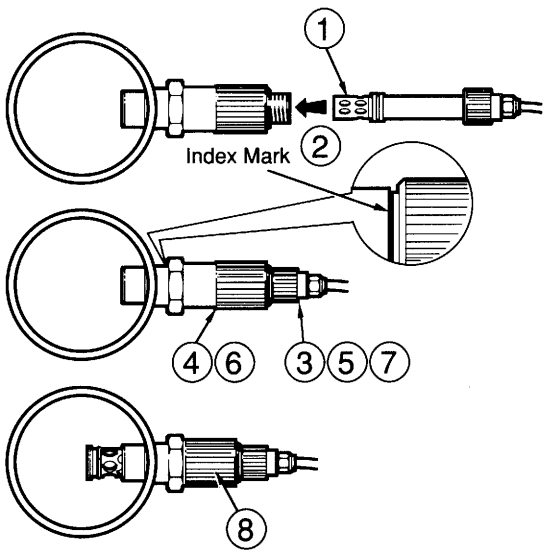

Fig. A1 Inserting a Withdrawable Conductivity Cell
12.1.1 Inserting a Withdrawable Conductivity Cell – Fig. A1
① Ensure that the outer electrode is screwed hand-tight on to the conductivity cell. Take care not to touch the inner surface of the electrode or the centre electrode.
② Push the conductivity cell firmly into the valve.
③ Locate the knurled cell retaining nut on its thread and turn it in a clockwise direction to the full extent of the thread. Firmly tighten the nut.
④ Open the valve slightly by turning the valve adjusting sleeve (two turns only) in a clockwise direction.
⑤ Rotate the retaining nut slightly, in an anti-clockwise direction, and ensure that it rotates the whole conductivity cell without unscrewing.